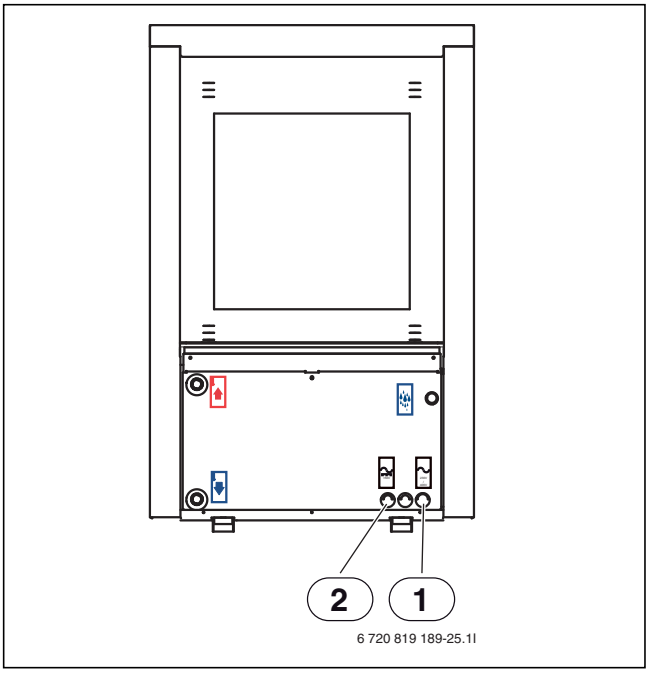

Fig. 36 Chemins de câbles à l'arrière de la pompe à chaleur
- Faire passer le câble de raccordement par les chemins de câbles (→ [1] et [2], fig. 36 et 37). Si nécessaire, utiliser des ressorts de traction.